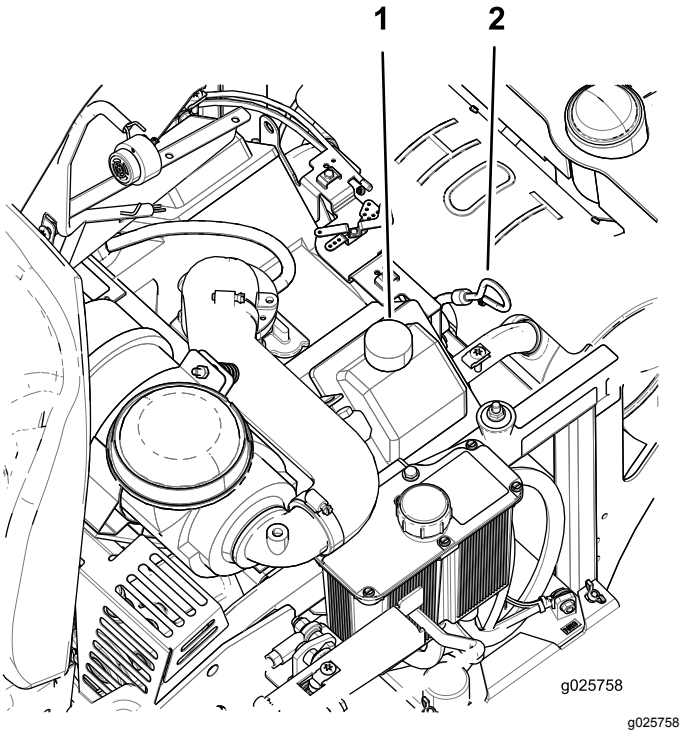

Figur 40
4. Rengør området omkring oliepåfyldningsdækslet og målepinden, før målepinden tages ud, for at undgå, at der kommer snavs, afklippet græs osv. i motoren (Figur 40).
8. Hvis oliestanden er lav, skal du tørre området omkring oliepåfyldningsdækslet af, fjerne dækslet og fylde op til mærket **full** (fuld) på målepinden (Figur 40).
4. Hæld langsomt ca. 80 % af den angivne olie i påfyldningsrøret, og tilsæt langsomt ekstra olie, så oliestanden når op til mærket **Full** (fuld) på målepinden (Figur 40).
5. Start motoren, og kør til et plant område. Kontroller oliestanden igen (Figur 40).